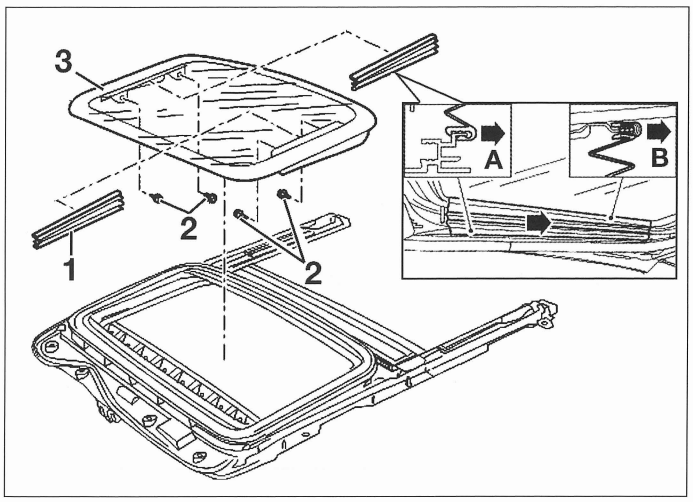

FIG. 80
- las carcasas de brazo de guía (1) **(fig. 80)**, empezar por el trasero separando los clips inferior (A) y superior (B).
- los tornillos de fijación (2) de la luna.
- la luna de techo corredizo (3).
• Apretar los dos tornillos traseros (2) **(fig. 80)**.